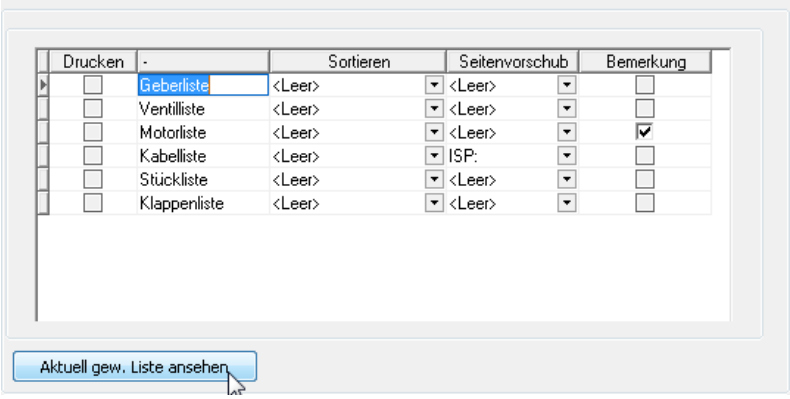

Bild 22.5 – Das Listenfeld der Listen
- Um eine der Listen zu betrachten, klicken Sie ihren Namen im Listenfeld an und aktivieren die Schaltfläche *Aktuell gew. Liste ansehen* (Abb. 22.5).
Das Listenfeld nach Bild 22.5 erlaubt Ihnen eine Reihe von Anpassungen vor dem Ausdruck. Um die Wirkung zu studieren, lassen Sie die Ergebnisse ruhig immer mit *pdffactory* drucken – Sie können sie in der Vorschau betrachten und brauchen die PDFs nicht zu speichern: